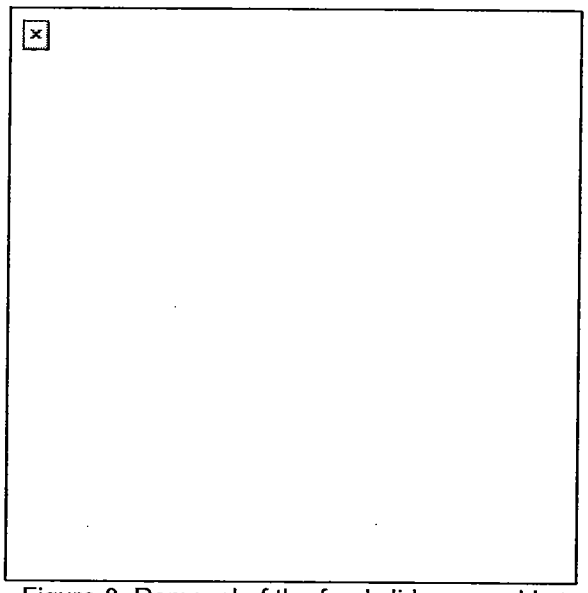

Figure 8. Removal of the feed slide assembly.
e. Remove the feed slide assembly (Figure 8).